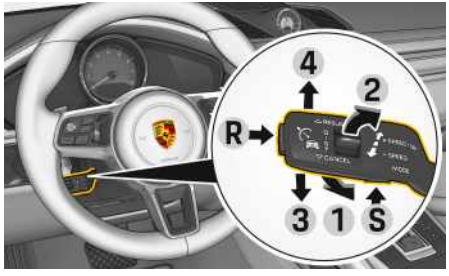

Рис. 76: Переключатель
2. Нажмите переключатель управления на рулевом колесе вперед (рис. 76)**1**.
▸ Нажмите переключатель управления на рулевом колесе вперед (рис. 76)**1**.
▸ Потяните переключатель к рулевому колесу (рис. 76)**2**.
▸ Нажмите переключатель управления на рулевом колесе вниз (рис. 76)**3**.
- Нажмите переключатель управления на рулевом колесе вверх (рис. 76)**4**.